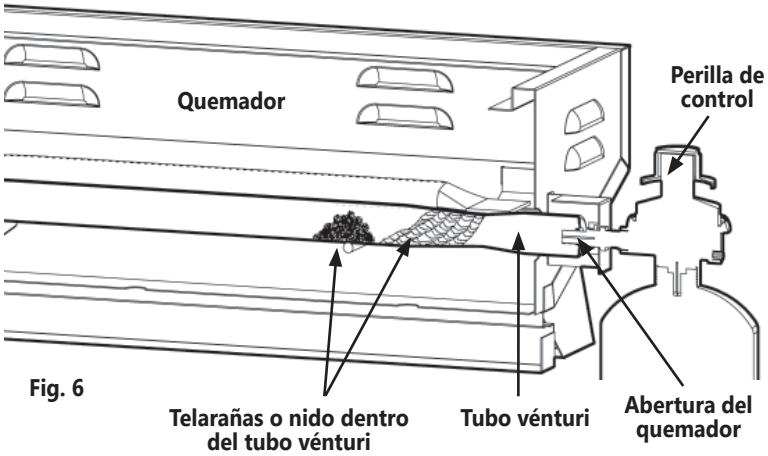

Fig. 6
- Inspeccione y limpie con regularidad el quemador/tubo vénturi en busca de insectos o nidos de insectos, especialmente luego de largos períodos de almacenamiento. Las arañas o insectos pequeños pueden construir nidos, telarañas y depositar huevos en el tubo vénturi de la parrilla, obstruyendo el flujo de gas al quemador. (Fig. 6) El gas atrapado puede arder y ocasionar un incendio. Esto se conoce como "retroceso de la llama".